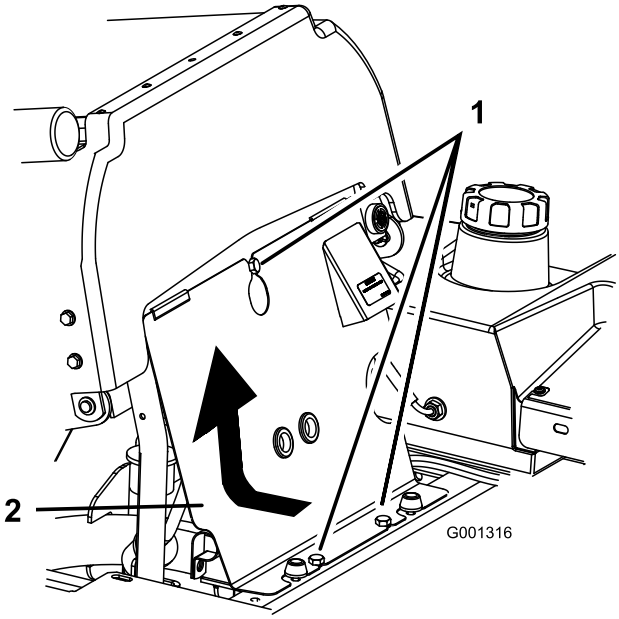

Figur 38
1. Vipp setet fremover, løsne boltene og ta bort det fremre motorpanelet (Figur 38).